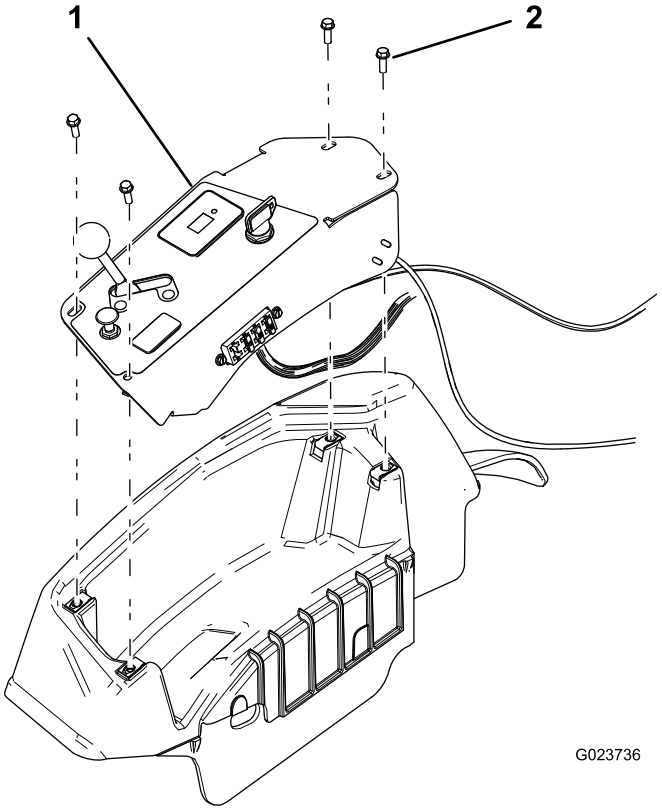

Figuur 33
1. Verwijder het schakelbord (Figuur 33).